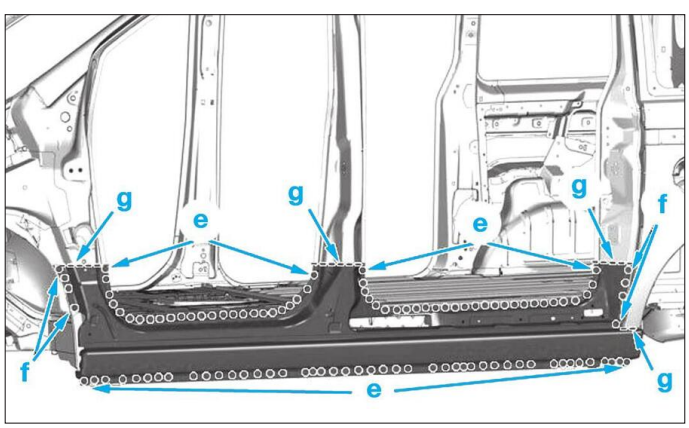

FIG. 72
• Souder par points électriques (e) **(Fig.72)**